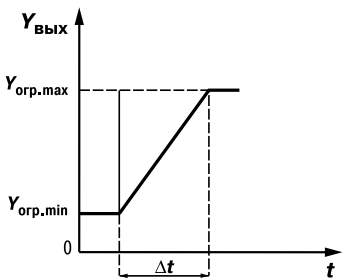

Рис. 10
– скорости изменения $\nu_{\text{огр}} = \dfrac{Y_{\text{огр.max}} - Y_{\text{огр.min}}}{\Delta t}$ (**рис. 10**), используемые для ограничения управляющего воздействия на объект.